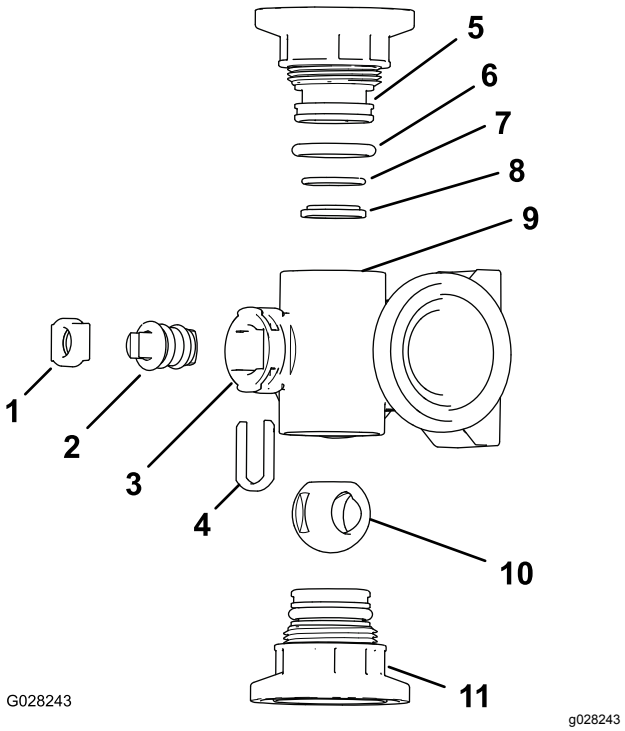
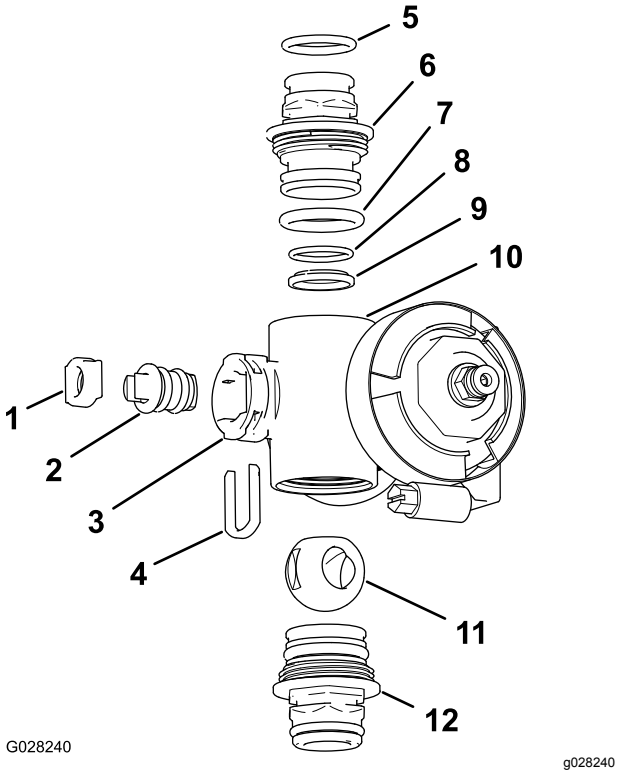

Rysunek 72
Rysunek 73
2. Zdemontuj 2 zespoły zamknięć końcowych z każdego końca korpusu rozgałęźnika (Rysunek 72 oraz Rysunek 73).
4. Wyjmij element ustalający trzpienia z nacięć w króćcu trzpienia w rozgałęźniku (Rysunek 72 oraz Rysunek 73).
5. Wyjmij element ustalający trzpienia i siedzisko trzpienia zaworu z rozgałęźnika (Rysunek 72 oraz Rysunek 73).
6. Sięgnij do wnętrza korpusu rozgałęźnika i wyjmij zespół trzpienia zaworu (Rysunek 72 oraz Rysunek 73).
1. Sprawdź stan pierścieni o-ring złącza wylotu (tylko rozgałęziacz zaworu sekcji), zamknięć końcowych, siedziska i tylnego siedziska kuli pod kątem uszkodzeń i zużycia (Rysunek 72 oraz Rysunek 73).
2. Nałóż smar na trzpień zaworu i włóż go w siedzisko trzpienia zaworu (Rysunek 72 oraz Rysunek 73).
3. Zamontuj trzpień zaworu i siedzisko do rozgałęźnika i zamocuj trzpień i siedzisko za pomocą elementu ustalającego trzpień (Rysunek 72 oraz Rysunek 73).
4. Upewnij się, że pierścień o-ring tylnego siedziska oraz siedzisko kuli są odpowiednio ustawione i osadzone w zamknięciu końcowym (Rysunek 72 oraz Rysunek 73).
5. Zamontuj zespół zamknięcia końcowego do korpusu rozgałęźnika, aż kołnierz zamknięcia końcowego dotknie korpusu rozgałęźnika (Rysunek 72 oraz Rysunek 73), następnie obróć zamknięcie końcowe jeszcze o 1/8 do 1/4 obrotu, dokręć zamknięcie z momentem od 225 do 282 N·cm.